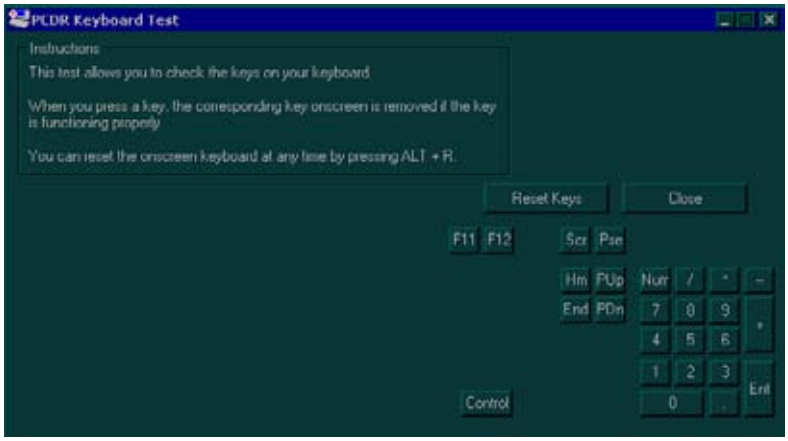

Figure 7-60 Remaining Keys On-screen After All Keyboard's Keys have been Pressed
3.) Press each key on your keyboard once and make sure that the corresponding keys on-screen are removed from view. If a key on-screen is not removed, that key may be damaged and you may have to have your keyboard repaired or replaced. Since some of the displayed keys are missing on Vivid 7, they cannot be removed. See Figure 7-60.